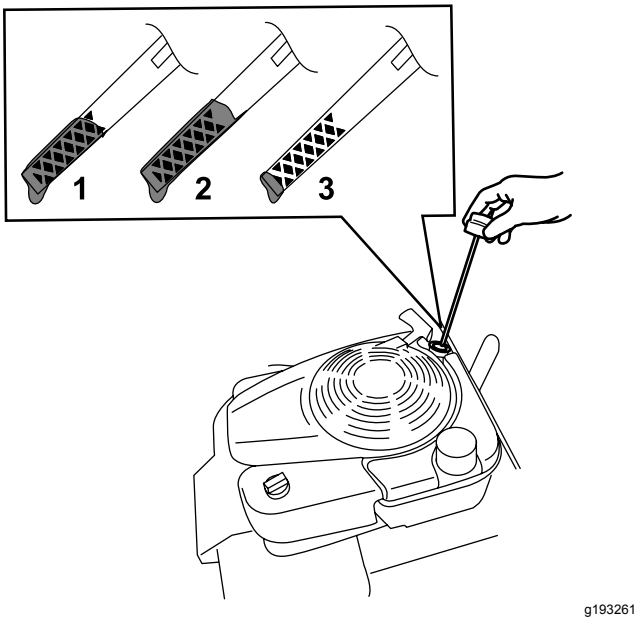

Figure 32
3. Tournez le bouchon dans le sens antihoraire et sortez la jauge (Figure 32).
10. Relevez le niveau d'huile indiqué sur la jauge (Figure 32).